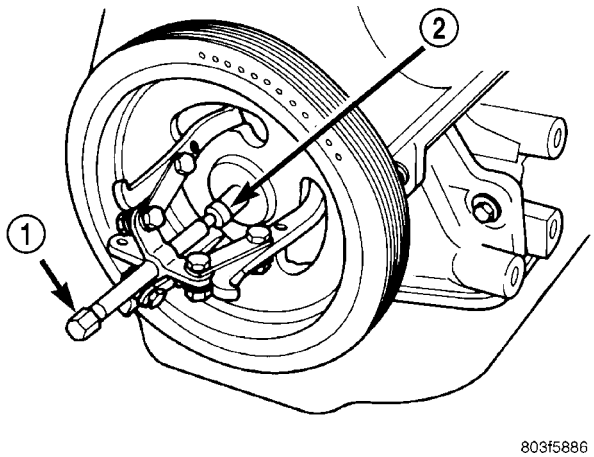

Fig. 75 Crankshaft Vibration Damper - Removal
(1) Remove accesory drive belts. (Refer to 7 - COOLING/ACCESSORY DRIVE/DRIVE BELTS - REMOVAL)
(2) Remove crankshaft damper bolt.
(3) Remove damper using Special Tool 3-Jaw Puller 1026 and Insert 6827–A (Fig. 75).